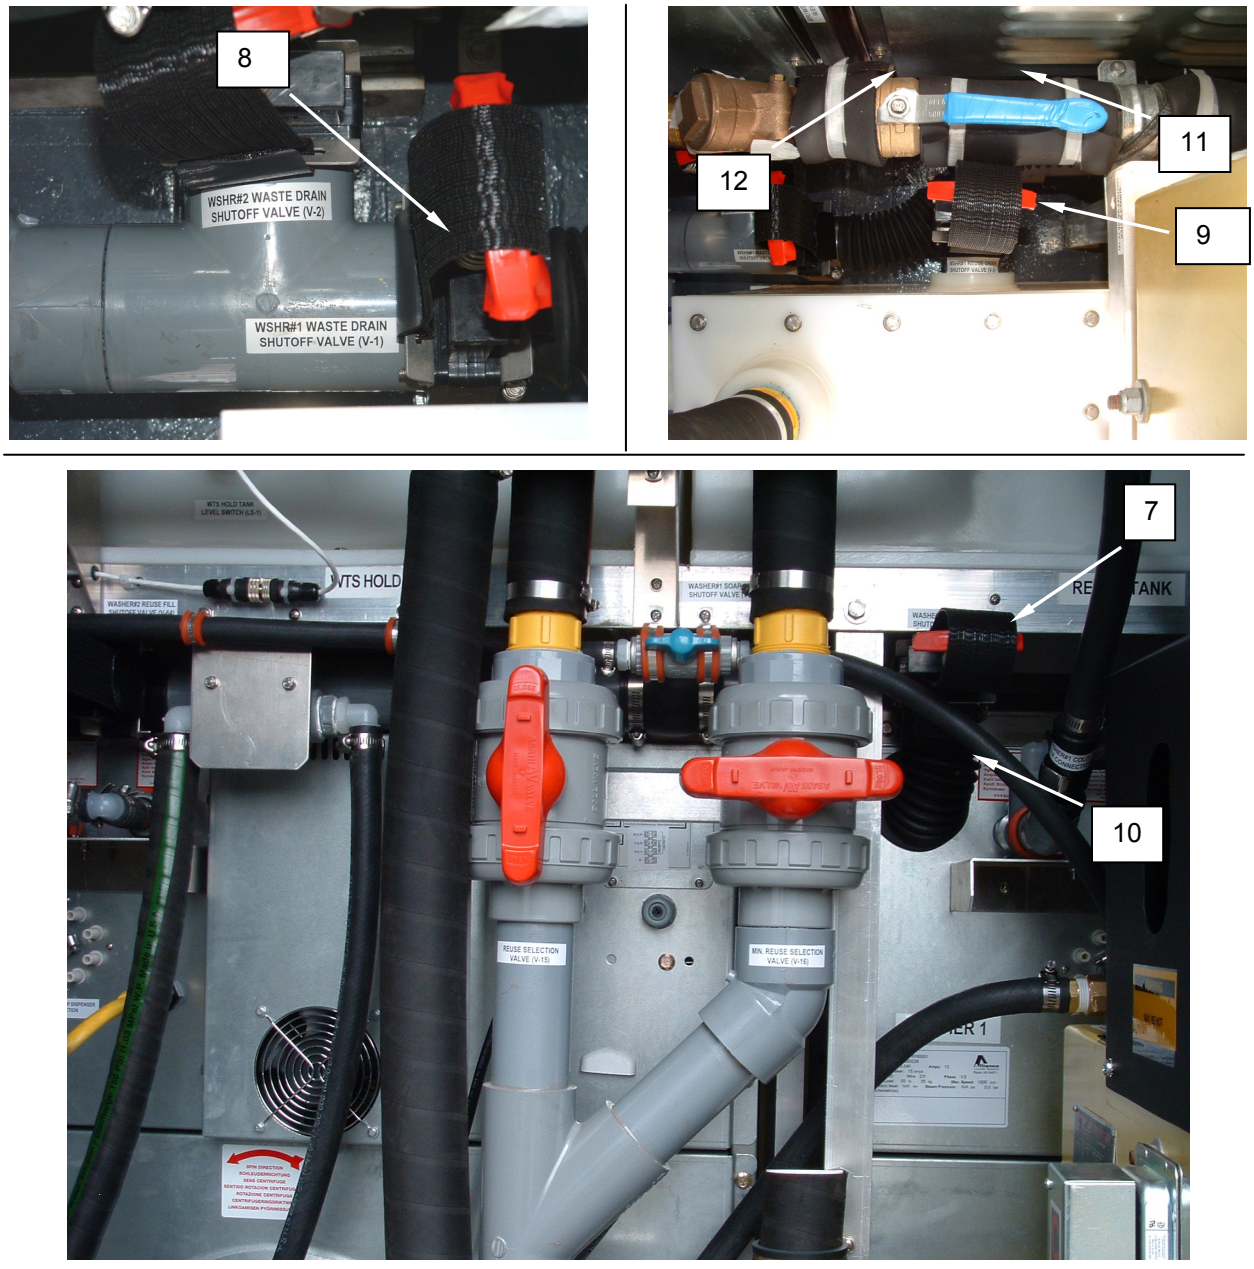

Figure 5. Install the Washer.
6. Connect the reuse fill line **(Figure 5, Item 10)**, main drain line **(Figure 5, Item 11)**, and reuse drain lines **(Figure 5, Item 12)**, and retain with clamps.
7. Open the reuse fill shutoff valve V-63 **(Figure 5, Item 7)**, waste drain shutoff valve V-1 **(Figure 5, Item 8)**, and reuse drain shutoff valve V-3 **(Figure 5, Item 9)**. Open V-64, V-2, and V-4 for washer No. 2.